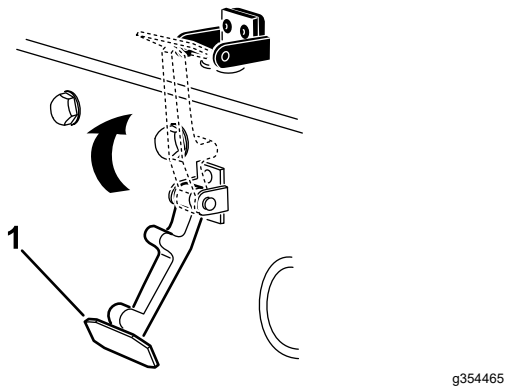

**Figur 34**
6. Kroka fast spärren på motorhuvslåsfästet (Figur 34).